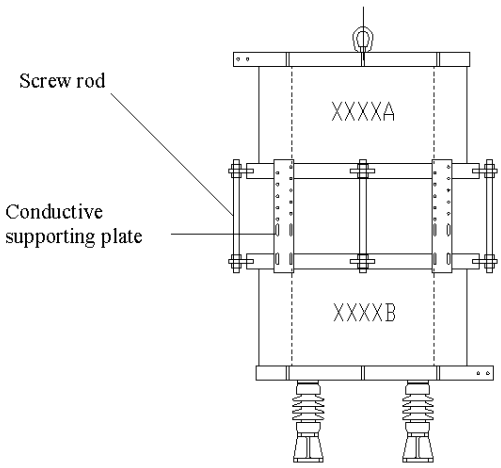

Figure 6: Structure Diagram for Adjustable Reactor with Upper and Lower Coils
14.2.3.4.1.1- Refer to **Figure 6** for the installation structure.